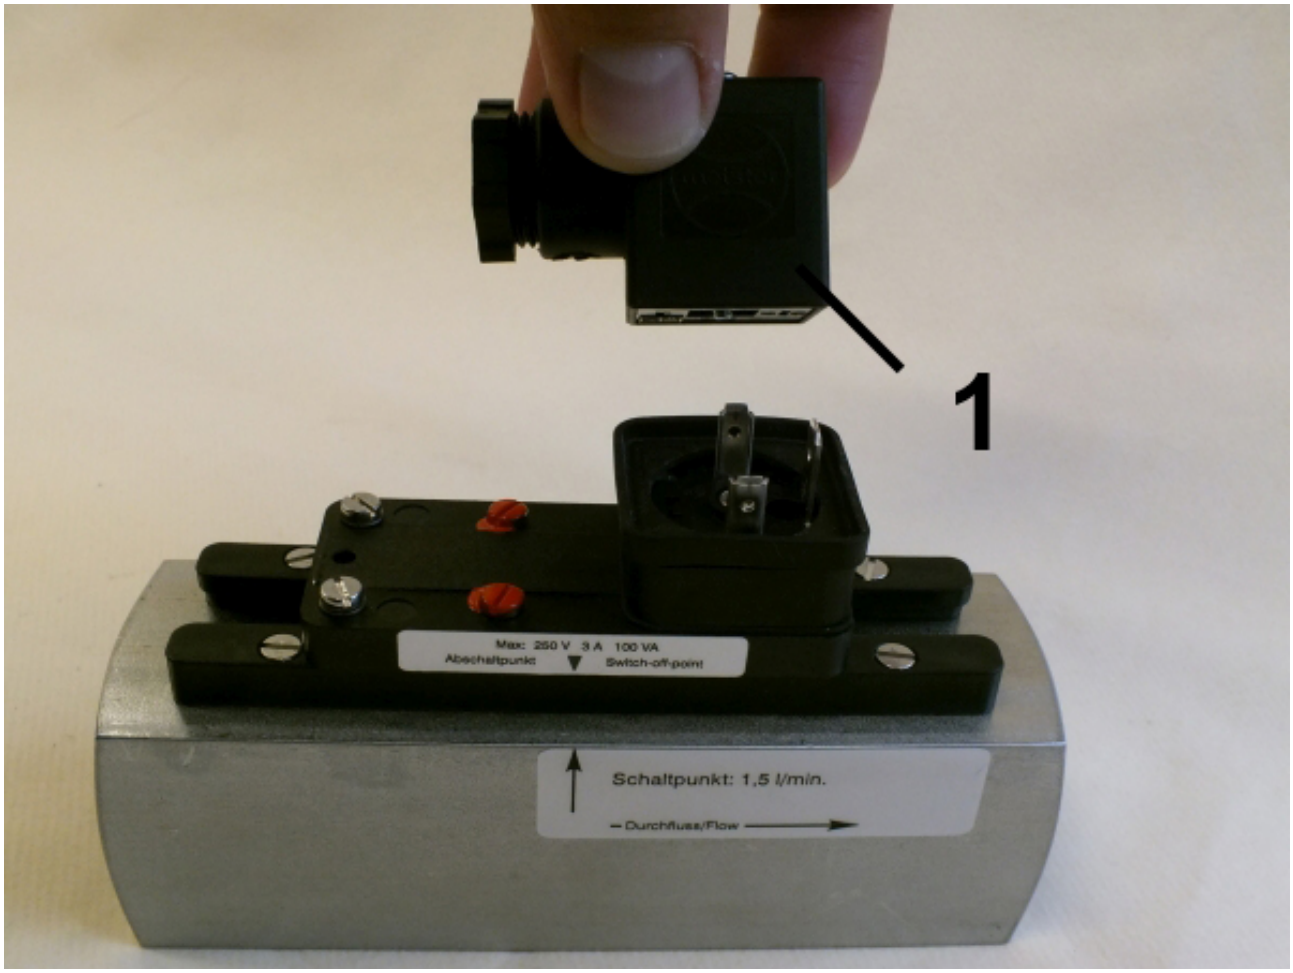

Fig. 28: Remove socket
2. Remove socket (*Fig. 28*/1)